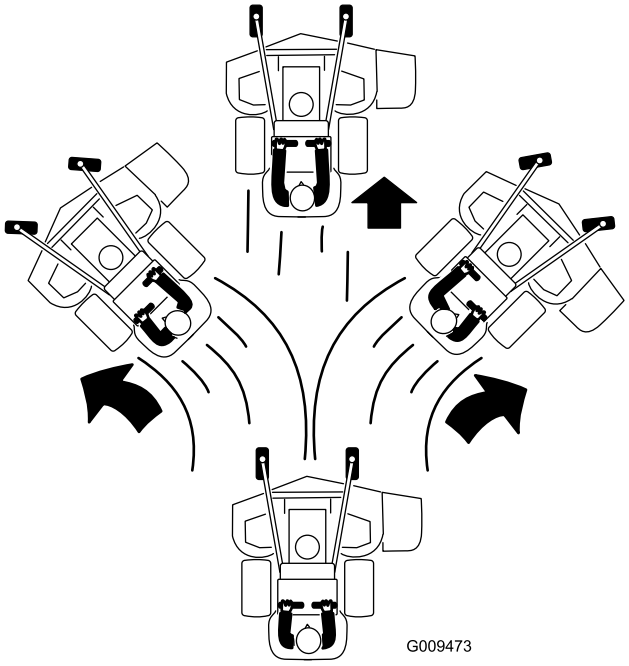

Figura 23
4. Empuje lentamente las palancas de control de movimiento hacia adelante (Figura 23).